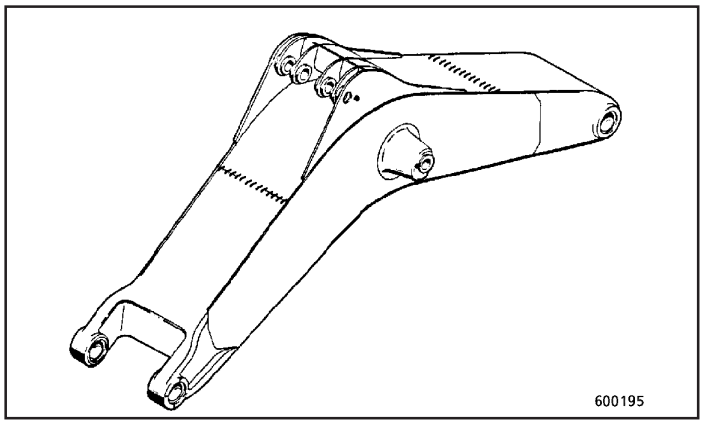

Fig.94
5. Solde o olhal de suporte de volta em sua posição (Fig. 94).